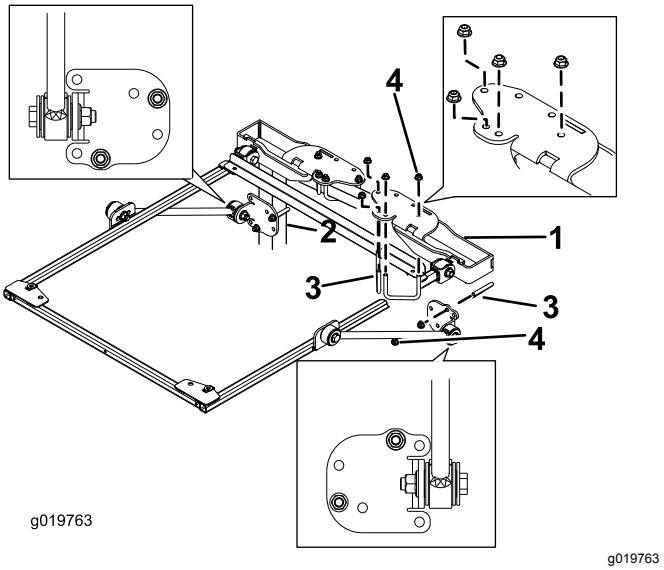

Figure 9
9. Placez les supports de montage du système ROPS en haut de l'arceau de sécurité du groupe de déplacement (Figure 9).
10. Utilisez les trous indiqués à la Figure 9 pour fixer chaque support de montage du système ROPS au sommet de l'arceau de sécurité à l'aide de 2 étriers filetés (2-3/4") et de 4 écrous à embase.
11. Utilisez les trous indiqués à la Figure 9, pour fixer légèrement chacun des supports de raidisseur aux montants de l'arceau de sécurité à l'aide d'un étrier fileté (2-3/4") et de 2 écrous à embase.